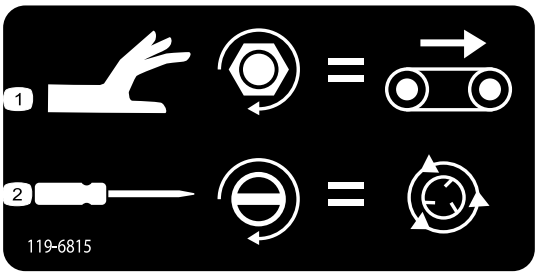

Figur 44
- Justera golvhastigheten (Figur 44) genom att vrida ratten medurs. Eftersom maximal golvhastighet används i det färgkodade styrsystemet kan den här justeringen göras när det inte förekommer något hydrauliskt flöde. Detta är extra viktigt när tråget är fullt med sand.
- Justera spridarhastigheten (Figur 44) med en vanlig skruvmejsel genom att vrida den medurs för att öka och moturs för att sänka hastigheten.